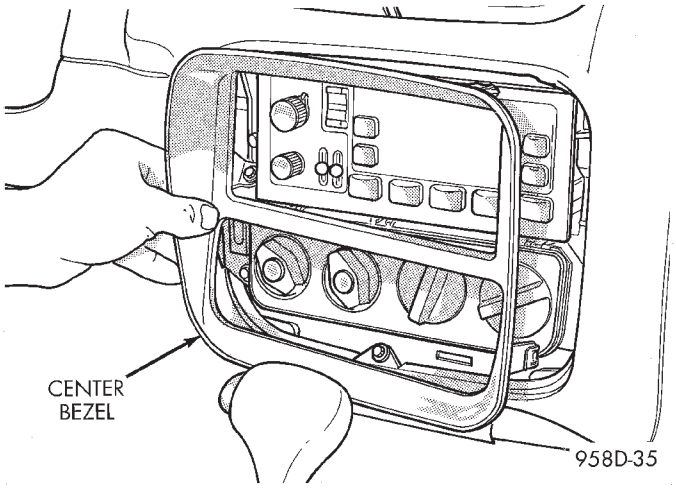

Fig. 55 Center Bezel
(3) Pull center bezel off (Fig. 55).